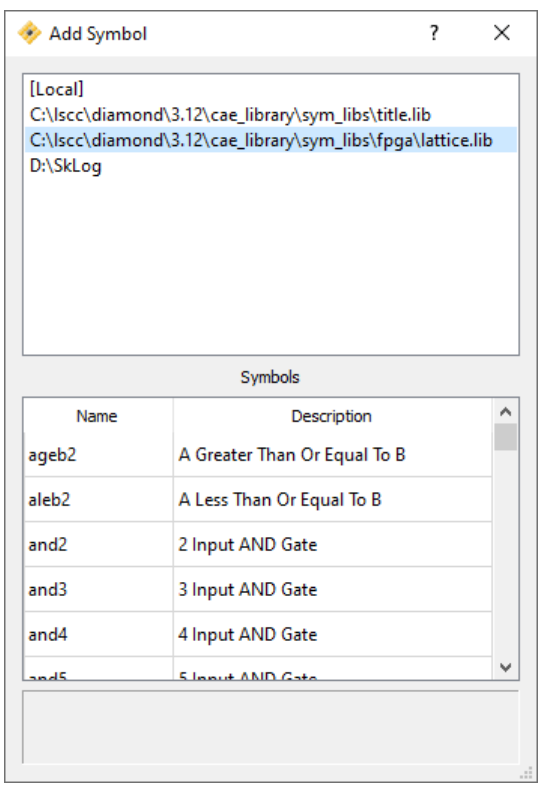

Figure 13. Add graphic symbols window
1) Right-click on the schematic sheet and select **Add→ Symbol** from the context menu (logical elements and other schematics are called *Symbols* in this design system). The *Add Symbol* window, shown in Figure 13, will open.